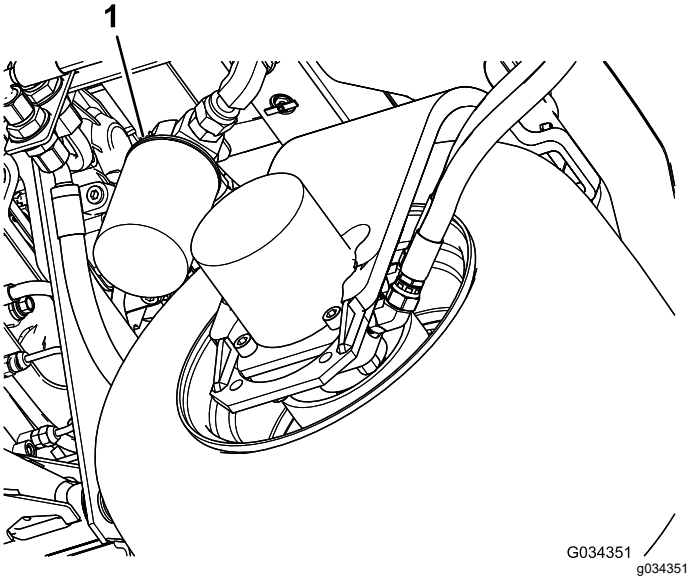

**Figure 79**
2. Nettoyez la zone autour de la surface de montage du filtre. Placez un bac de vidange sous le filtre (Figure 79) et enlevez le filtre.